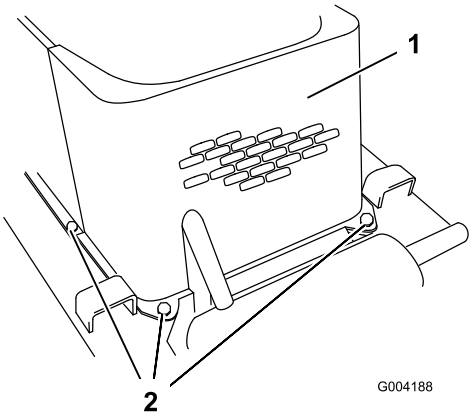

**Figuur 30**
5. Verwijder de 4 bouten waarmee het voorscherm aan het frame van de tractie-eenheid is bevestigd (Figuur 30).